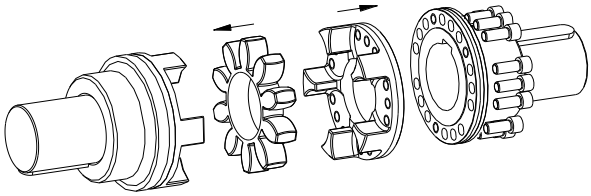

Рис. 18: Монтаж зубчатого венца и поводкового фланца
- Установите поводковый фланец перед фланцем (см. рис. 18).
- Вставьте зубчатый венец или DZ-элементы в зону кулачков ступицы (см. рис. 18).